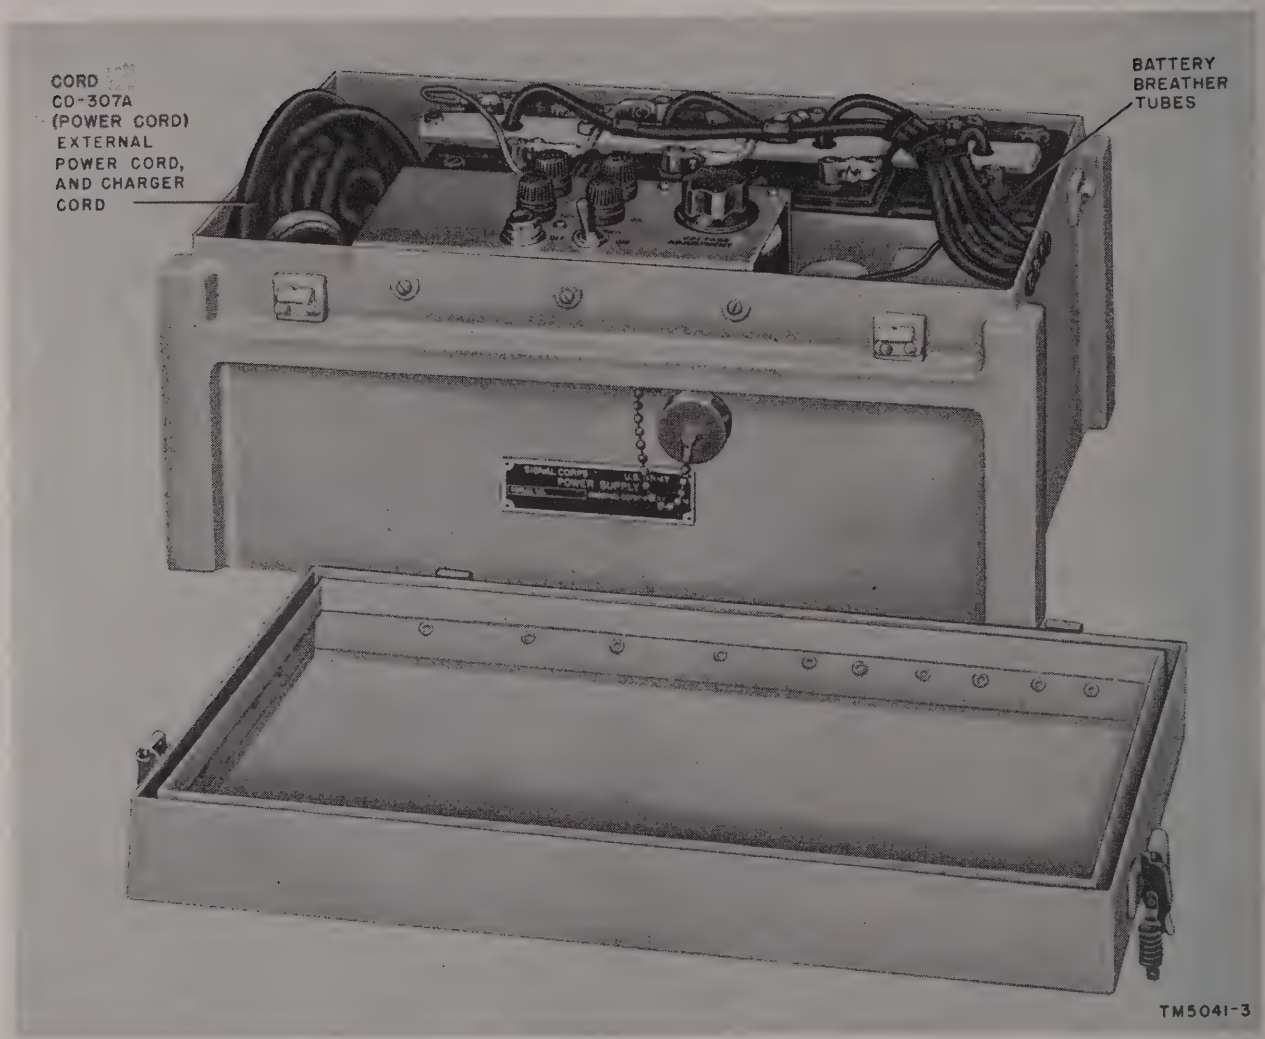
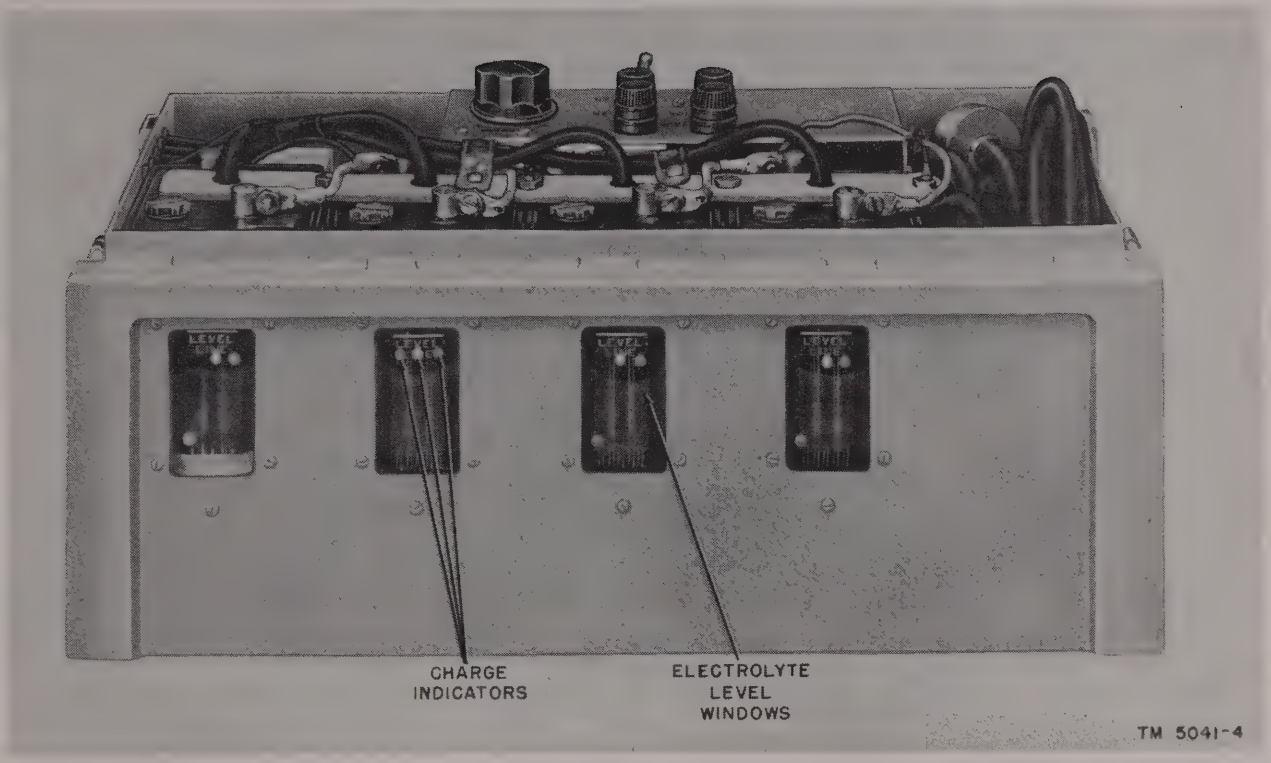

Figure 3. Power Supply PP–1642/URM–91, front oblique view.
Figure 4. Power Supply PP-1642/URM-91, rear oblique view.
b. Power Supply PP–1642/URM–91 (fig. 3) provides space for four storage batteries. Connectors and breather tubes for the storage batteries are packed in the power-supply case. The cover of the case is held in place by four trunk latches. One side of the case is fitted with transparent openings through which the storage-battery electrolyte level and charge indicators may be seen (fig. 4). Three coiled power cords are packed in a compartment in one end of the case. The controls are mounted on the horizontal panel.